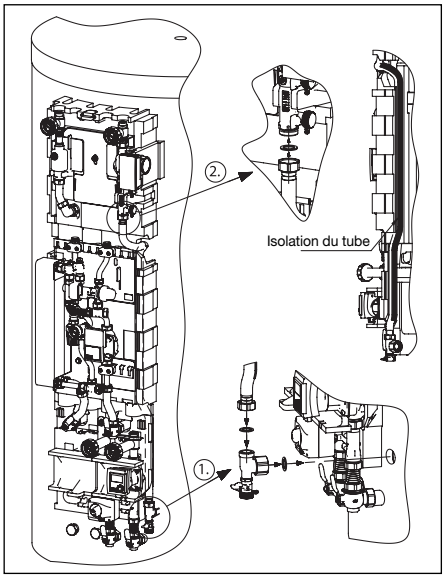

Fig. 20 Montage du tube annelé métallique retour solaire
– Visser le robinet à tournant sphérique G 1 au ballon d'eau chaude (fig. 20 point 1) et le raccorder au retour solaire avec le tube annelé métallique cintré G 1 d'une longueur maximale de L = 1150 mm (point 2).